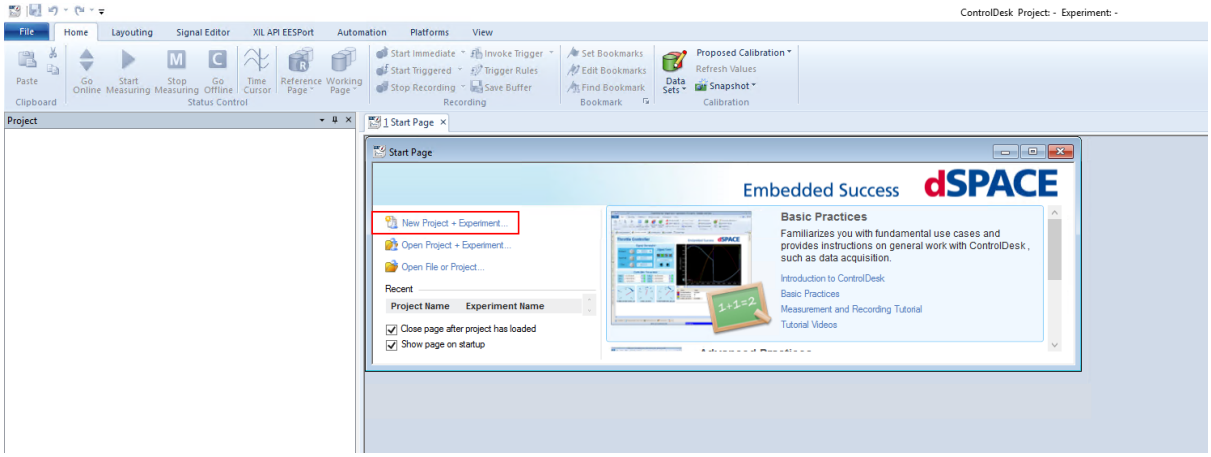

Figure 4.8: Start a new project
6) Open dSpace Control Desk and select create new project (see Figure 4.8).